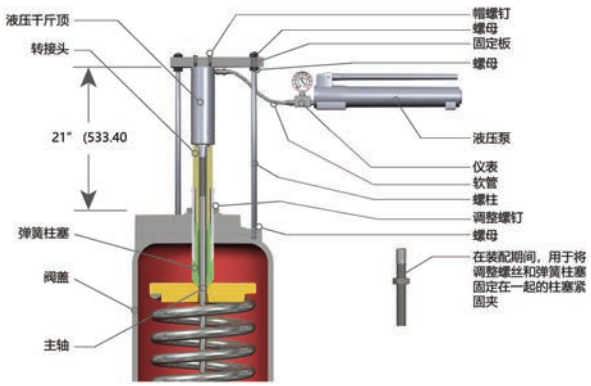

图 15: V 和 W 节流孔设置装置
- 使用深度千分尺或游标卡尺，测量从主轴 (15) 顶部到调整螺钉 (19) 顶部的距离。这样可使调整螺钉重新调整到接近适当的弹簧压缩而无需过多的测试。
- 松开调整螺钉锁紧螺母 (20)。
- 从阀盖 (11) 上取下调整螺钉。在拆卸调整螺钉时使用钳子防止主轴转动。
- 装上设定装置（参见图 15）。